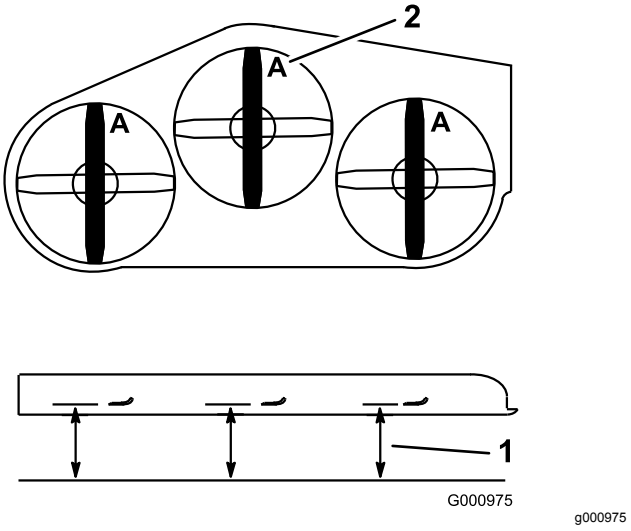

Figur 76
2. Mät från en plan yta till knivens egg vid punkt **A** på knivarna (Figur 76).